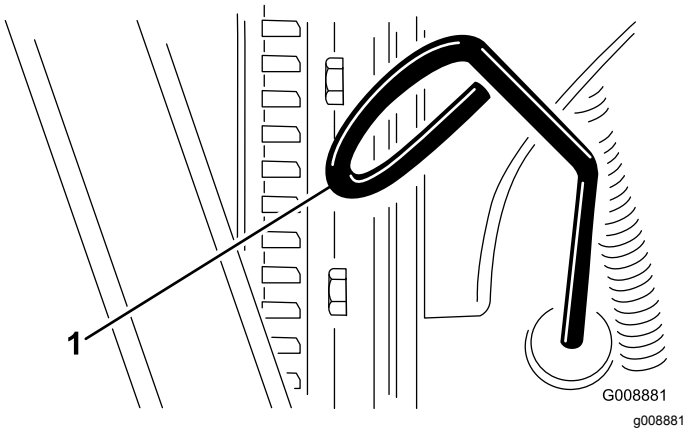

Figur 20
3. Fjern målepinden, tør den af, og sæt den tilbage igen (Figur 20).